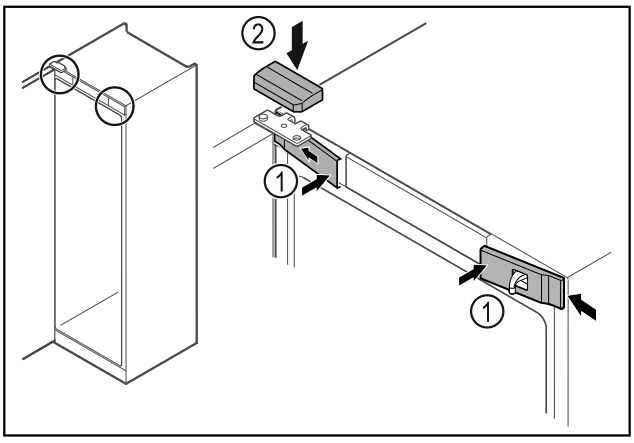

Fig. 44
▶ Зацепите сбоку и защелкните передние крышки *Fig. 44 (1)*.
▶ Защелкните верхнюю крышку *Fig. 44 (2)* сверху.